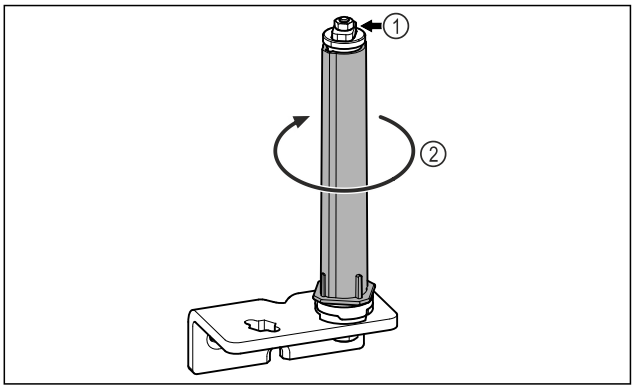

Fig. 16
▶ Nu dezasamblați sistemul de închidere al ușii *Fig. 16 (1)*.
▶ Rotiți *Fig. 16 (2)* sistemul de închidere, până când face clic.